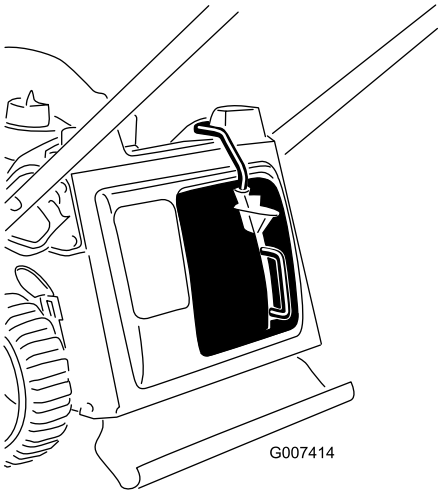

Figuur 10
3. Laat de knop op de greep los en zorg dat de bovenkant van de greep zich volledig in het schakelkanaal bevindt (Figuur 10). **Als de bovenkant van de greep zich niet in het schakelkanaal bevindt, start uw machine niet.**